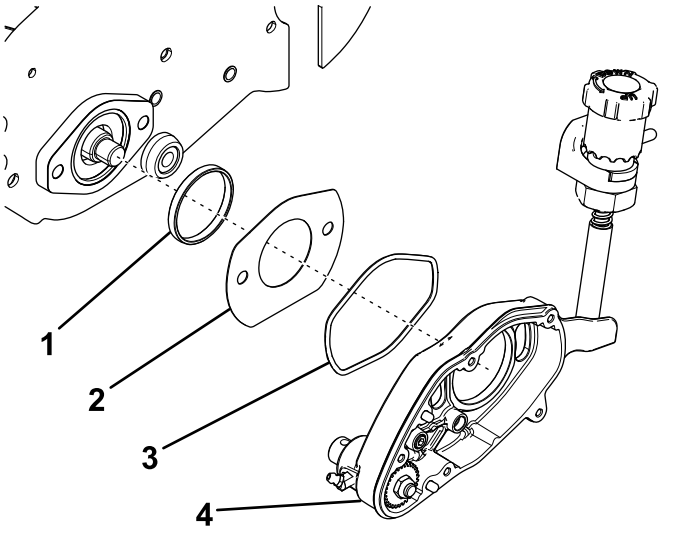

**Figur 4**
9. Ta bort trimsatshuset (Figur 4).
10. Ta bort och släng o-ringen (Figur 4).
11. Ta bort spårkåpan och adapterringen (Figur 4).